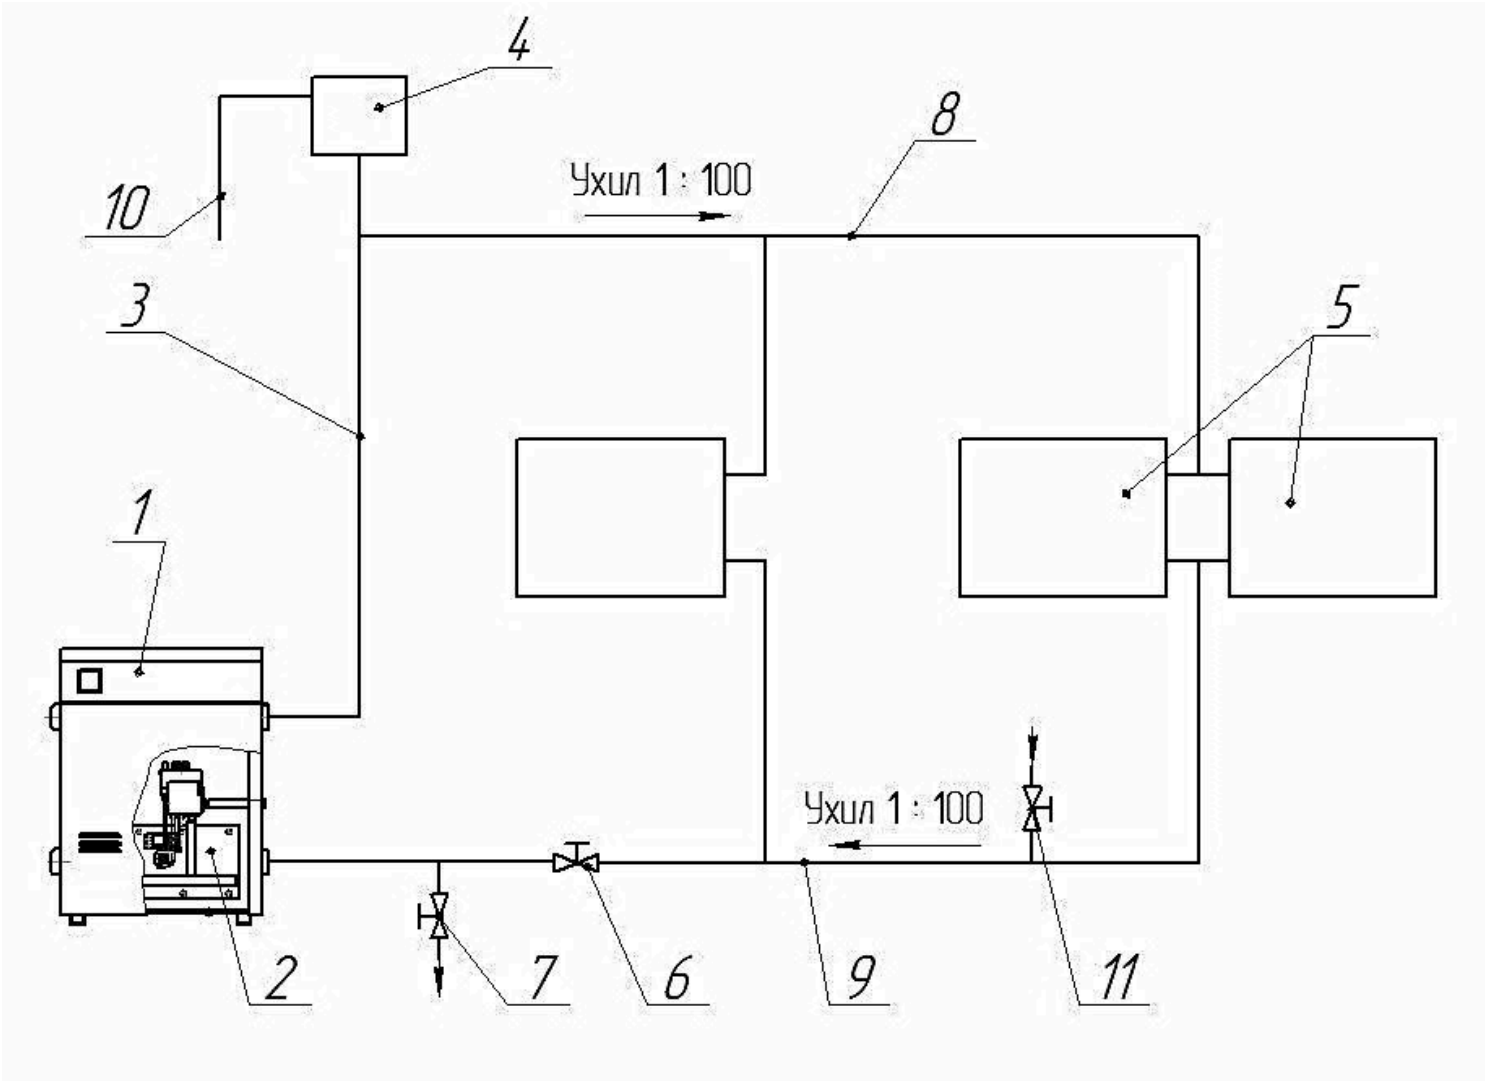

Рисунок 4 – Принципова схема підключення котла КС-Г до системи опалення з природною циркуляцією теплоносія
- перевірити, чи відкритий пробковий кран 6 (рисунок 4);
- за допомогою триходового крана 9 рис. 4а – від'єднати тепломережу;
5.5.1 В системі опалення обов'язкова наявність розширювального бака закритого або відкритого типу. В системах опалення відкритого типу розширювальний бак 4, згідно з рисунком 4, повинен бути розміщений у найвищій точці системи і встановлений в опалювальному приміщенні. При встановленні розширювального бака в приміщенні, що не опалюється, його необхідно утеплити, щоб уникнути замерзання. Місткість розширювального бака повинна бути менше 5% об'єму води системи опалення. В системах опалення закритого типу, крім розширювального баку 4 (рис. 4а), обов'язково установка манометра 2 та запобіжного клапану10.
Рисунок 4а – Схема підключення котла до опалювальної системи з примусовою циркуляцією теплоносія
8.1.1 Наповнення закритої системи опалення, з примусовою циркуляцією теплоносія, потрібно виконувати за допомогою вентиля 15, згідно з рис. 4а, до появи в системі надлишкового тиску 0,08 … 0,1МПа (0,8 … 1кгс/см^2) на шкалі манометра 2, при робочій температурі теплоносія. Наявність в закритій системі запобіжного клапана 10 налаштованого на тиск 0,2 … 0,25МПа (2 … 2,5кгс/см^2) – **обов’язкова**.